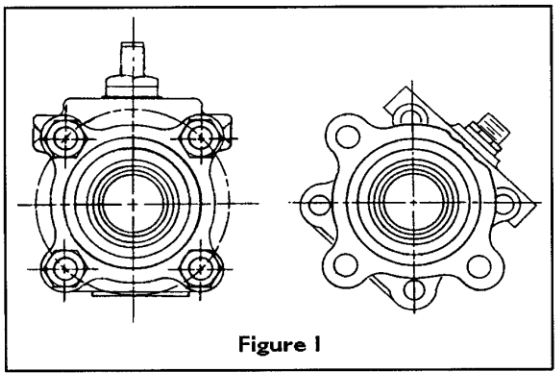
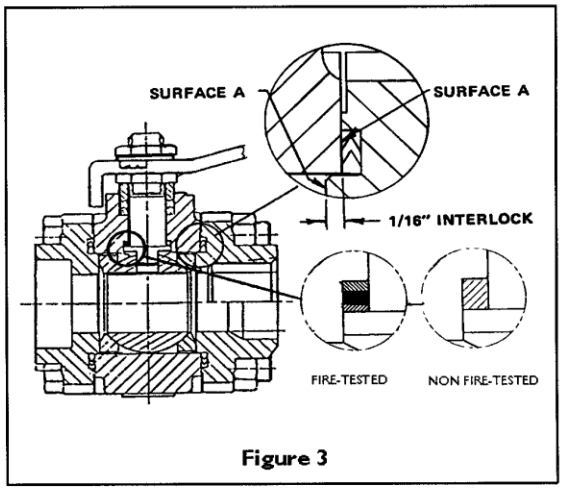

Figure 1
Figure 3
3. Remove the top stem nut (16), spring tab washer (9) and handle (15).
4. Loosen all four body bolts/tie rods (20). Remove three from the valve. Leave the remaining bolt in place with the nut backed off at least 1/4".
5. For positive alignment and ease of in-line assembly, each end cap is interlocked approximately 1/16" into the body as shown in Figure 3. To overcome this feature during in-line disassembly it is necessary to separate each cap at least 1/16" from the body. Sharply rap body and caps with a block of wood or plastic mallet to break loose body seal. Spread end caps and swing the body out of the line. If pipe does not allow simple spreading, remove the remaining body bolt and rotate center section per Figure 1. This will improve access to the end cap flange for ease of spreading. Swing the valve body (1) out from between the end caps (2). Be careful not to damage the sealing surfaces "A" (see Figure 3) at each end of the valve.
6. Turn the stem (4) so that the valve is fully closed. Remove body seals (6) and seats (5). Body seals may be tightly compressed in their grooves. Use extreme care when prying them out. Damage such as scratches to the bottom of the groove will cause leaks. If the seats are not easily removed, gently tap the ball (30) with a piece of wood or other soft material.
7. Remove the ball (3).
8. Remove the lower stem nut (16) and the compression ring (18).
9. Press the stem (4) from the top into the valve body (1) and remove it through the end of the body.
10. Carefully pry out and discard the old stem seals (7), the stem bearings (8), and the secondary seal (13), being careful not to damage the bearing surfaces.
1. With the valve swung to the out-of-line position, insert from the inside of the body a stem bearing (8), a secondary seal (13), then another stem bearing (8) into the stem bore. For non Fire-Tested valves use one stem bearing (8). See Figure 3 and parts list.
7. Place a body seal (6) into the machined sealing groove of the end cap (2) (see Figure 3). Be certain the groove and seal are clean.
12. Bolt the valve together with lubricated body bolts (20) and nuts (19). Tighten these bolts evenly and alternately. (See Table 1 for the torques and lubricant.)
13. Attach the handle (15), the spring tab washer (9) and secure them with the stem nut (16). (See Table 2 for torques.)
*For Non Fire-Tested valves, items (8) and (13) are replaced by a single stem bearing (8). See Figure 3.